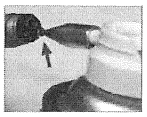

Fig.7
2. To lubricate Tiger 101 series handpiece, put Spindle Nozzle into nozzle of the lubrication oil can and inject the oil into drive air tube for 2~3 seconds (Fig.7).